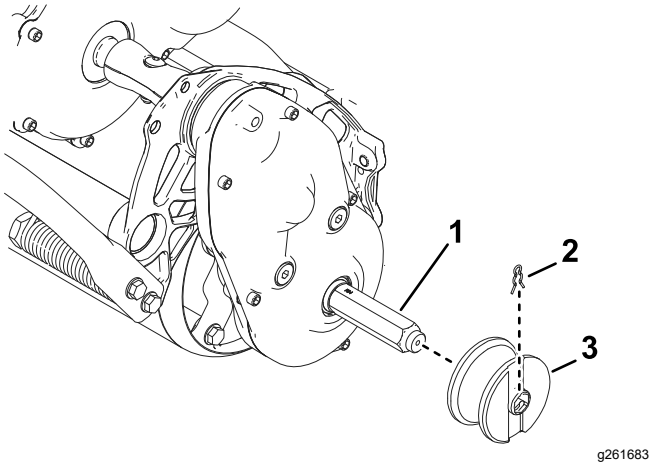

Figur 29
- **Skensats:** Montera skenhjulen på sexkantsaxlarna (Figur 29).